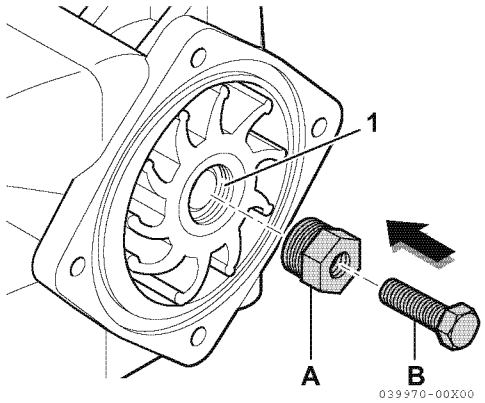
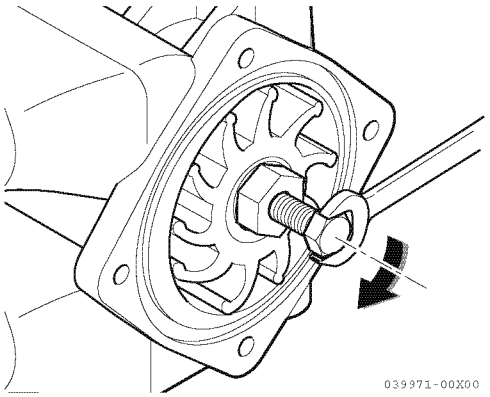

Figur 10
Figur 11
*OBS: När en gammal impeller byts mot en ny, måste den ha en M22 ? 1,5 gänga (1, **Figur 10**). Vänd M18-gängan mot kåpans sida och montera **(Figur 11)**.*